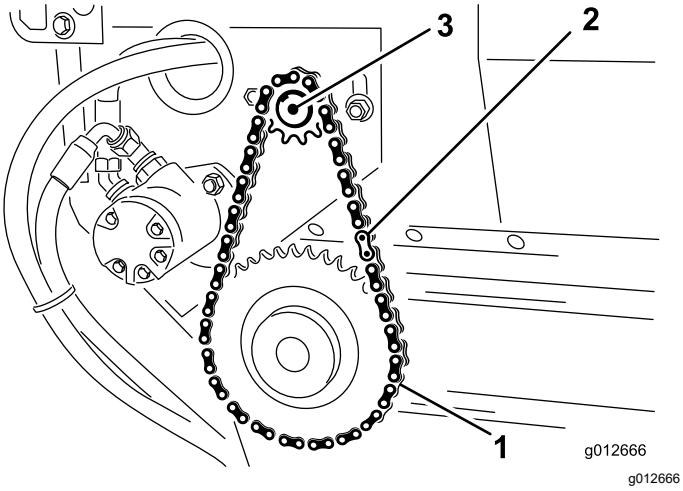

Figuur 29
2. Verwijder de sluitschakel uit de ketting en haal de ketting van het kleine tandwiel (Figuur 29).